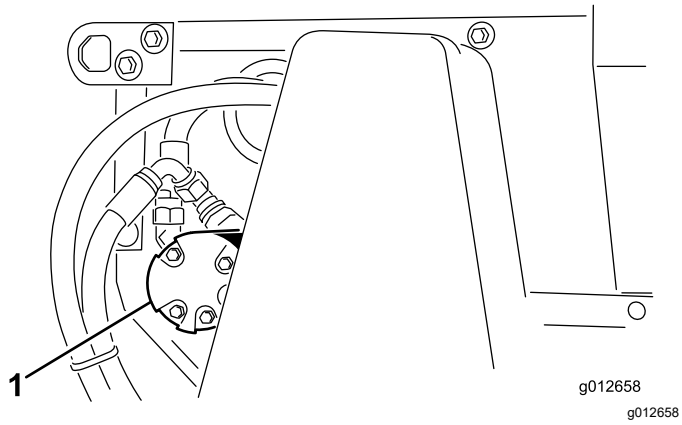

**Figur 41**
2. Løsne mutrene som fester lagerhuset (Figur 41), på venstre side av maskinen.